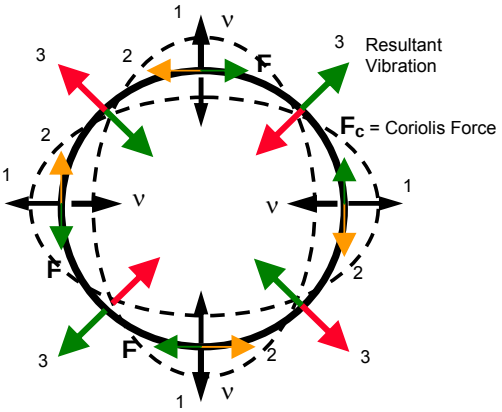

Figure 9
Figure 9 shows the movement of the silicon ring while vibrating:– As the ring oscillates in it's natural state the ring moves in the way shown by (1). When the gyro is turned, the Coriolis force acts on the ring as shown by (2). This causes a resultant vibration 45° out of alignment with the primary vibration, as shown by (3).The force required to completely null this resultant vibration is directly proportional to the angular rate.